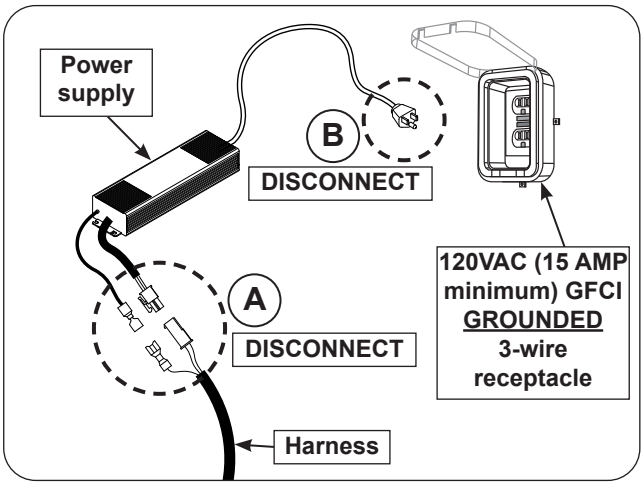

Fig. 39-1 Perform system reset
2. Disconnect the harness from the power supply (see Fig. 39-1, A).
3. Disconnect the power supply from the power source. (see Fig. 39-1, B).